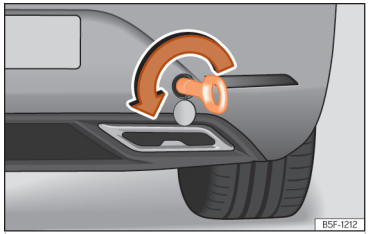

Abb. 222 Auf der rechten Seite des hinteren Stoßfängers: Eingeschraubte Abschleppöse.
- Drehen Sie die Abschleppöse **entgegen dem Uhrzeigersinn** so fest wie möglich in die Aufnahme ››› (Abb. 222), ››› ⓘ. Verwenden Sie ein geeignetes Hilfsmittel, um die Abschleppöse festzuziehen.